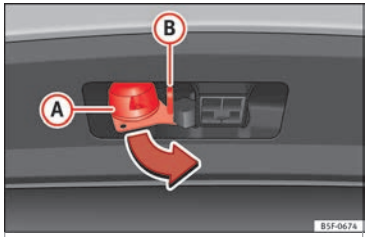

Rys. 234 Przekręcić gniazdo 13-stykowe.
- Chwycić gniazdo 13-stykowe w okolicy Ⓐ i wyjąć je w kierunku strzałki ››› **rys. 234**.
- Chwycić gniazdo 13-stykowe w okolicy Ⓐ i włożyć je ruchem przeciwnym do strzałki ››› **rys. 234**.
Bolec bezpieczeństwa Ⓑ ››› **rys. 234** jest stosowany do podczepienia przewodu zasilającego przyczepę.